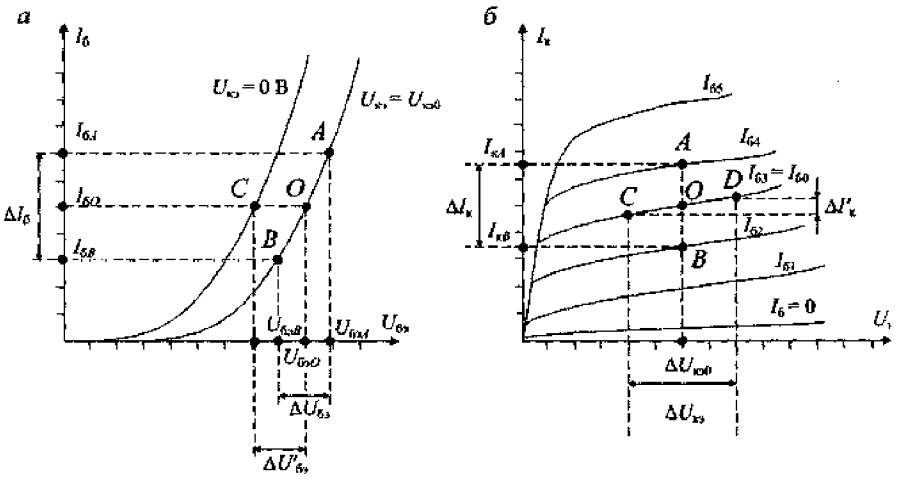

Рис. 9. Определения h-параметров транзистора по статическим характеристикам: *а* — входные характеристики, *б* — выходным характеристики
2.1. Параметры $h_{11э}$ и $h_{12э}$ определите по входным характеристикам в рабочей точке О (рис. 9, а) по формулам:
2.1. Параметры $h_{21э}$ и $h_{22э}$ определите по выходным характеристикам в рабочей точке О (рис. 9, б) по формулам: